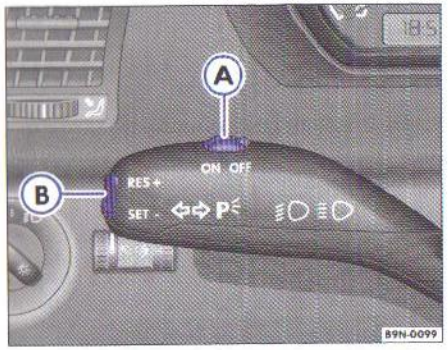

Fig. 62 Maneta pentru luminile de semnalizare și lumina de drum: Comutator și buton basculant pentru GRA
– Apăsați partea superioară **RES+** a tastei ⇒ fig. 62 (B), pentru a mări viteza. Atât timp cât tasta se menține apăsată, viteza va crește. La eliberarea tastei, viteza se va memora.
Dacă reduceți viteza de la pedala de frână sau dacă acționați pedala de ambreiaj, sistemul nu va mai reveni la viteza memorată. Viteza poate fi reluată prin apăsarea pe partea superioară **RES+** a tastei ⇒ fig. 62 (B).
– Împingeți comutatorul ⇒ pagina 92, fig. 62" (A) în direcția "OFF" și lăsați-l să se fixeze.
Pentru reluarea reglajului eliberați pedala de frână sau de ambreiaj, resp. selectați o treaptă de viteză și apăsați partea superioară a butonului basculant (RES) o dată ⇒ pagina 92, fig. 62" (B).